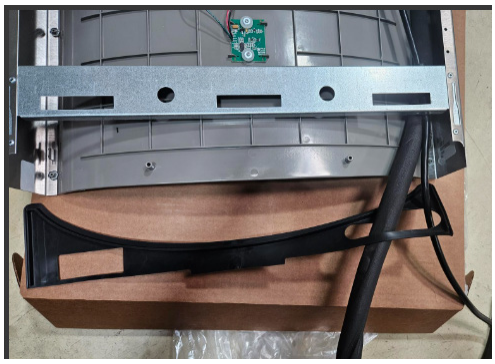

Fig. 10
5) **Feed power cord & 3/8” water line** through hole in tower/basin gasket (See Fig 10).